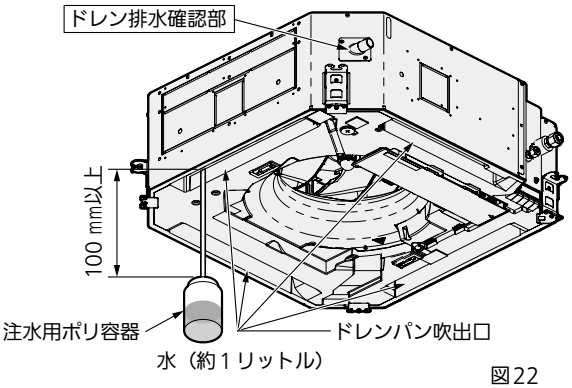

図22
- 図22に従ってドレンパン吹出口よりドレンパン内に排水確認用の水（約１リットル）を少しずつ入れてください。